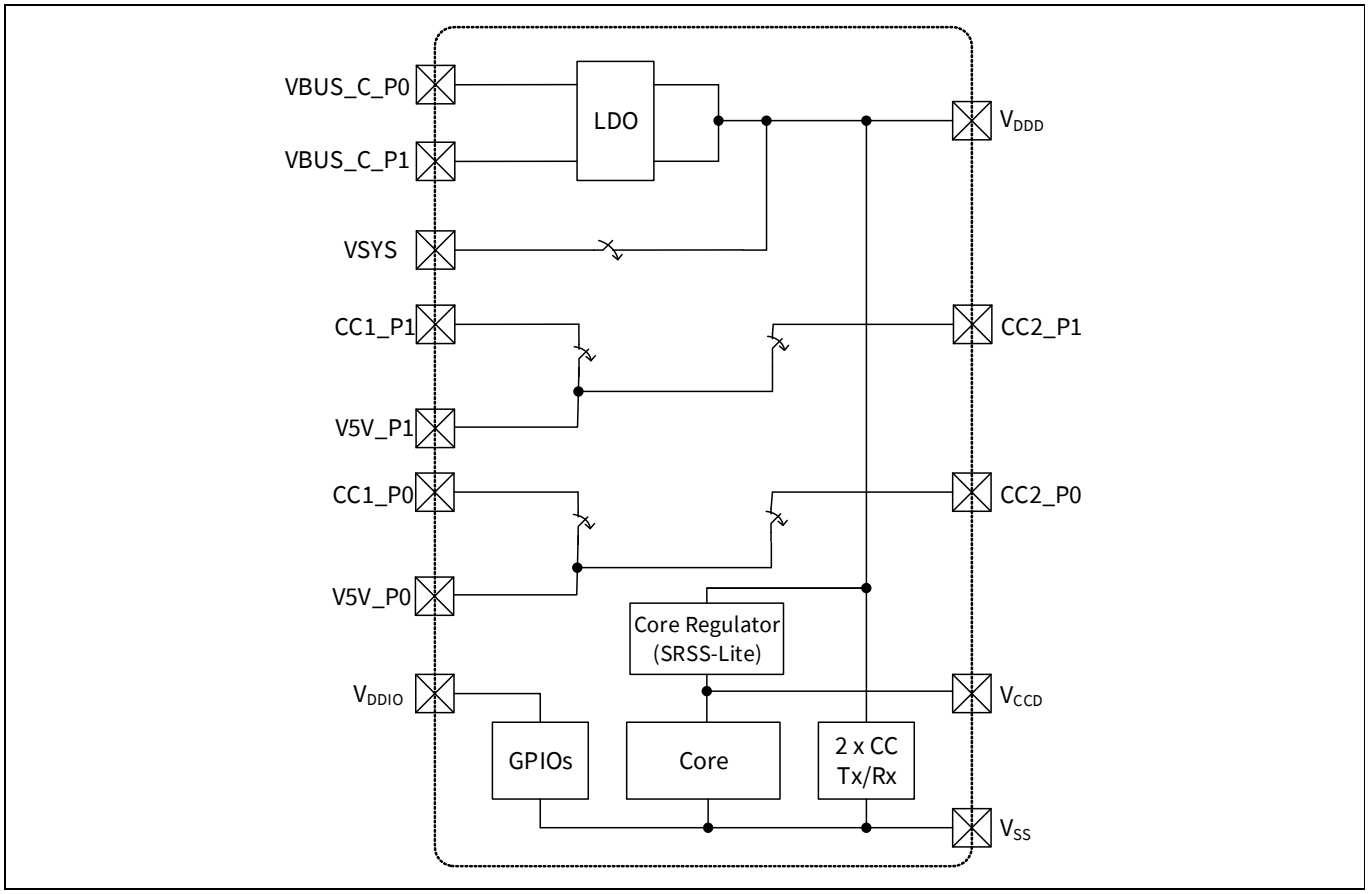

**Figure 11-1. EZ-PD™ PMG1-S3 MCU power system block diagram**
**Figure 11-1** shows an overview of the EZ-PD™ PMG1-S3 MCU power system. EZ-PD™ PMG1-S3 MCU can operate from three possible external supply sources, VSYS and VBUS_C_P0/1. The VSYS input supports operation over 2.75 – 5.5 V. EZ-PD™ PMG1-S3 MCU family of devices have three different power modes: Active, Sleep, and Deep Sleep, transitions between which are managed by the Power System. A separate power domain VDDIO is provided for the GPIOs and VDDD which generates 3.3 V from internal regulator. VDDD can be shorted to VDDIO. The VCCD pin, the output of the core (1.8 V) regulator, is brought out for connecting a 0.1-µF capacitor for the regulator stability only. This pin is not supported as a power supply.
The regulators in **Figure 11-1** power the various domains of the device. All the core regulators and digital I/Os draw their input power from the VDDD pin supply. Digital I/Os are supplied from VDDD. The VDDIO pin, provides a separate voltage domain for the GPIOs. See the **device datasheet** for details.